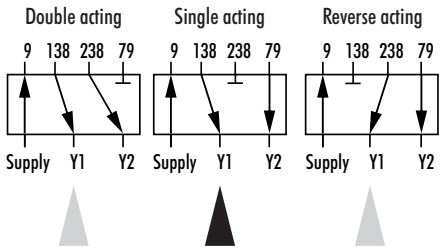

Bild 14: *Schild auf dem Adapterwinkel*
3. Wendeplatte (7) auf den Adapterwinkel (6) schrauben, die gewünschte Schaltfunktion nach Bild 14 durch Drehen der Wendeplatte wählen.